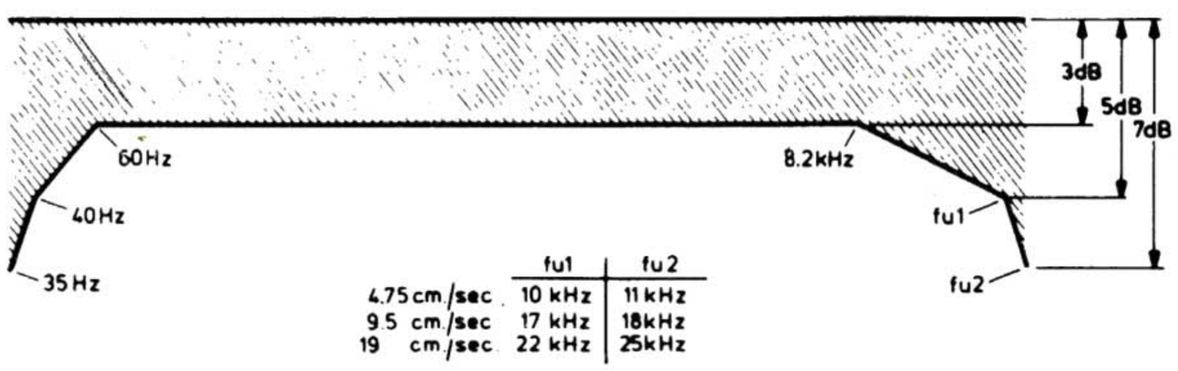

Figure 17
1. Prepare the tape recorder by setting the controls as follows: RECORD key depressed, Monitoring (B), Track (STEREO), Speed (19 cm/s), Recording Level to maximum, and Recording Balance to the middle position.
4. Using a high quality tape begin recording with the controls reset as follows: START and RECORD keys depressed, Monitoring (A), Track (STEREO), Speed (19 cm/s), Recording Level and Balance must remain as set in the previous step.
5. Check the signal level at the Line Out jacks while setting the generator (input signal) to 35 Hz, 40 Hz, 60 Hz, 333 Hz, 1 KHz, 8.2 KHz, 22 KHz, and 25 KHz. The level measured at each frequency should be within the shaded area of the curve in Figure 17.
The frequency response at 9.5 cm/s can be measured in the same way, with the highest frequencies becoming 17 KHz and 18 KHz, (see Figure 17).
When checking the frequency response at 4.75 cm/s the voltage at the Line Out jacks, step 3, should be set at 12.5mV (-26db), and the highest frequencies should be 10 KHz and 11 KHz, (see Figure 17).